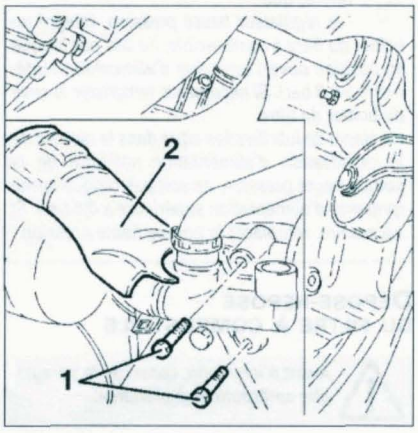

FIGURE 1-22
• Dévisser les vis de fixation (1) du tuyau d'alimentation relié à la pompe à eau et déposer la protection du tuyau (2) **(figure 1-22)**.